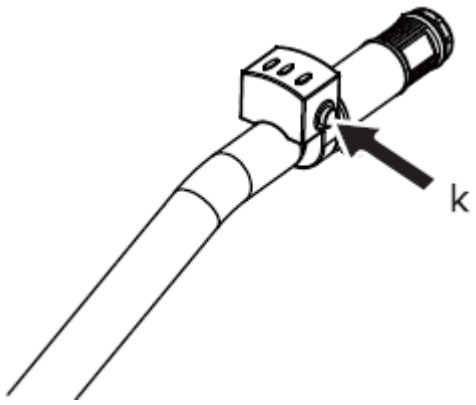

Rys. 10
2. Wciśnij czerwony przycisk (Rys. 10, poz. k) -przycisk ten służy również do zmiany biegu przedniego na tylny.